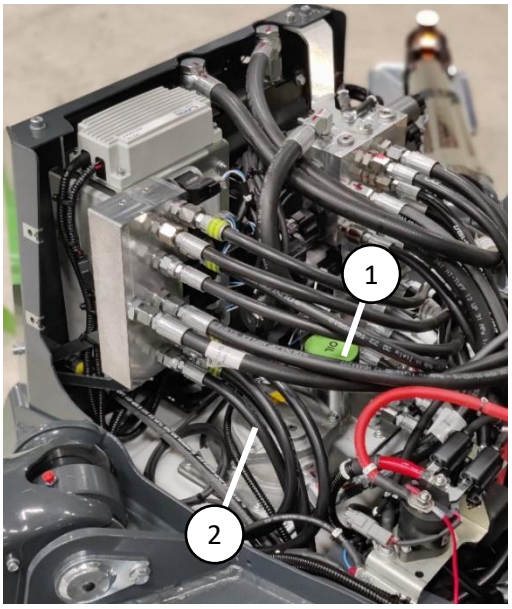

Abbildung 22. Hydrauliköltank
Der Hydraulikölwechsel kann entweder über den Saugfilter oder über den Deckel des Hydrauliköltanks (Abbildung 22 (1)) mit einer Saugpumpe erfolgen. Der Saugfilter befindet sich im Boden des Fahrgestells hinter der Wartungsklappe (Abbildung 23). Das Hydrauliköl kann durch Abnehmen des Schlauches der Reservepumpe (Abbildung 23 (1)) vom Saugfilter abgelassen werden.
Der Hydrauliköl-Rücklauffilter (Abbildung 22 (2)) befindet sich oben auf dem Hydrauliköltank an der Rückseite des Fahrgestells. Der Filterwechsel erfolgt durch Öffnen des Deckels des Filtergehäuses und Ersetzen der Filterpatrone durch eine neue. Vergewissern Sie sich, dass keine Lecks vorhanden sind, bevor Sie die Abdeckungen wieder an der Maschine anbringen.
Der Hydraulikölstand kann mit dem Messstab im Filterdeckel (Abbildung 22 (1)) kontrolliert werden. Der Ölstand sollte an der oberen Markierung des Messstabes liegen, wenn sich die Zugangsplattform in Transportstellung befindet (Ausleger unten und Stützen ganz oben).